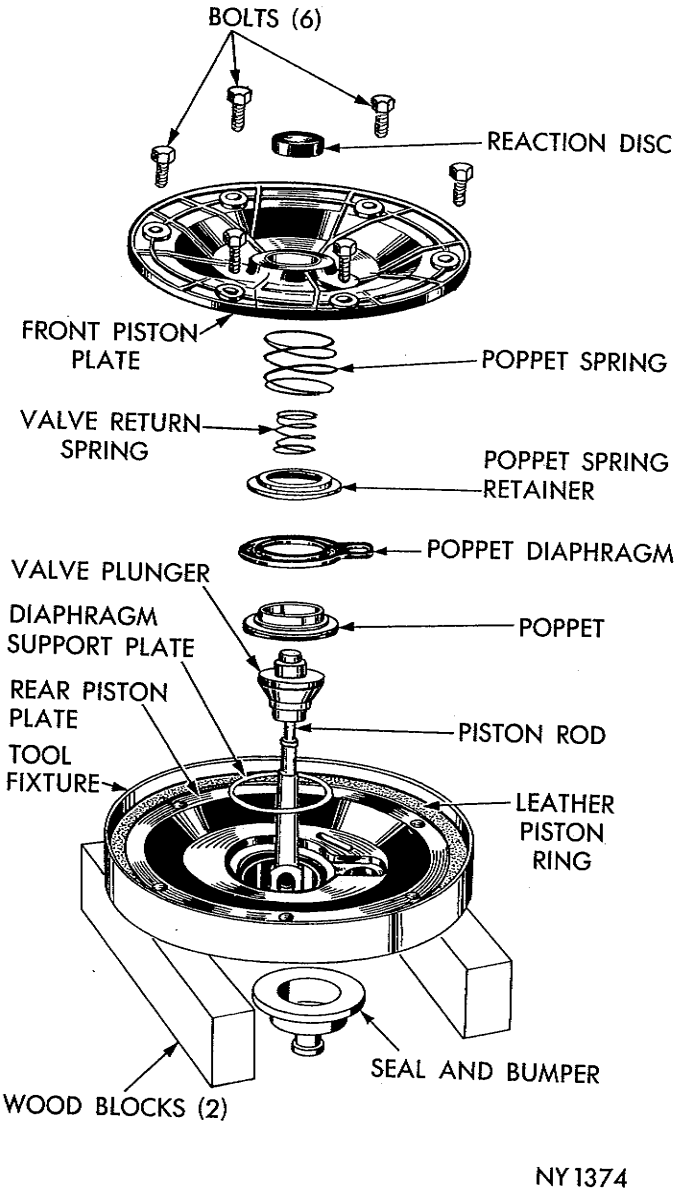

*Fig. 2—Power Brake Piston Unit*
(17) Place inverted piston assembly on two wooden blocks and remove 6 piston plate bolts (Fig. 2). Hold piston plates together by hand so poppet spring and valve return spring do not become dislodged from their relative positions.
(18) Carefully separate piston plates and remove leather piston ring.
(19) Remove poppet spring (outer), valve return spring (inner), poppet spring retainer, poppet diaphragm and poppet.
(20) Using a blunt wooden rod, push out rubber reaction disc from front piston plate. **Do not separate valve operating rod and valve plunger, this is serviced as a unit.**
(5) Holding rear piston plate, felt and leather piston ring into assembly fixture, invert the assembly and place on 2 wooden blocks.
(6) Apply a light coating of lubricant to valve plunger and both faces of reaction disc.
(7) Install reaction disc in hub of front piston (Fig. 2).
(8) Insert eye end of valve rod through hole of rear piston plate.
(9) Install diaphragm support in hub of rear piston plate.
(10) Place flat side of poppet diaphragm over flange of poppet and install poppet assembly in recess of rear piston plate.
(11) Install poppet spring retainer over end of poppet and install valve return spring and poppet return spring.
(12) Align front and rear piston plates and install 6 attaching screws finger tight. Progressively tighten every other screw lightly until all are tightened to 55 inch-pounds.